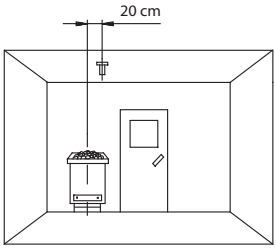

Рис. 7
1. Датчик печи устанавливается в парилках размером до 2 x 2 м в соответствии с Рис. 7и8, в парилках большего размера – согласно Рис. 7 и 9.